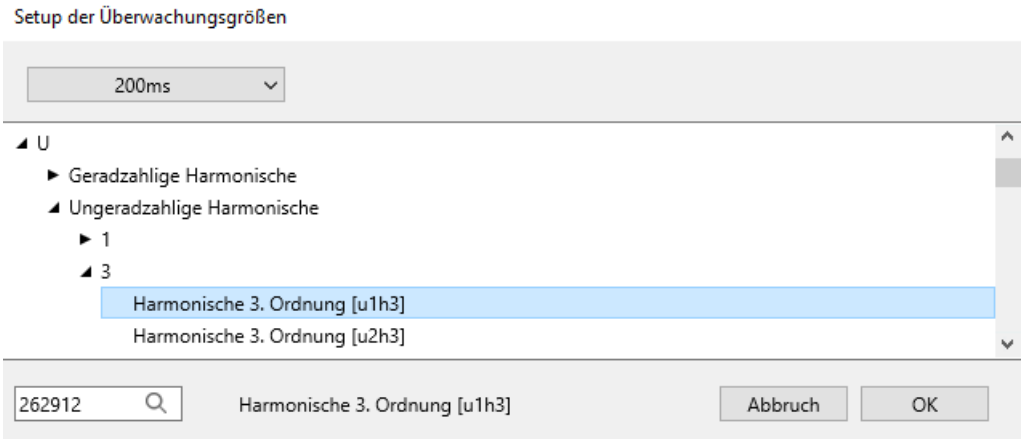

Abbildung 4: Setup der Überwachungsgrößen
Durch Klicken in das Feld der *Messwert-ID* öffnet sich ein weiteres Fenster (2), in dem die Überwachungsgrößen ausgewählt werden können. In diesem Setup sind alle Größen auswählbar, welche für die Messwertüberwachung in Frage kommen (siehe Abbildung 4). Dazu wird in dem Drop-Down-Menü in der Kopfzeile zuerst die Datenklasse angewählt. In Abhängigkeit davon ändern sich die zur Verfügung stehenden Größen darunter. Dazu stehen insgesamt die Gruppen Frequenz (F), Strom (I), Spannung (U), Leistung (P) und Sonstige (S) zur Verfügung. Über die einzelnen Gruppen ist es so direkt möglich den konkreten Messwert auszuwählen. Mit dem Suchfeld unten können lediglich die Messwert-IDs direkt gesucht werden, die Suche nach den deutschen Bezeichnungen der Messgrößen ist nicht möglich.